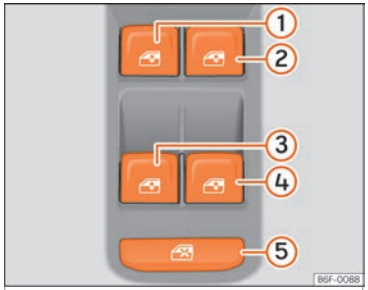

Fig. 140 Detalhe da porta do condutor: comandos para as janelas dianteiras e traseiras (veículo com acionamento elétrico das janelas dianteiras e traseiras).
Com o interruptor de segurança ››› Fig. 140 ⑤ da porta do condutor é possível desativar os botões de acionamento das janelas das portas traseiras.
Os botões ››› Fig. 140 ①, ②, ③ e ④ têm duas posições para a abertura e outras duas para o fecho das janelas. É assim mais fácil controlar a abertura e o fecho.